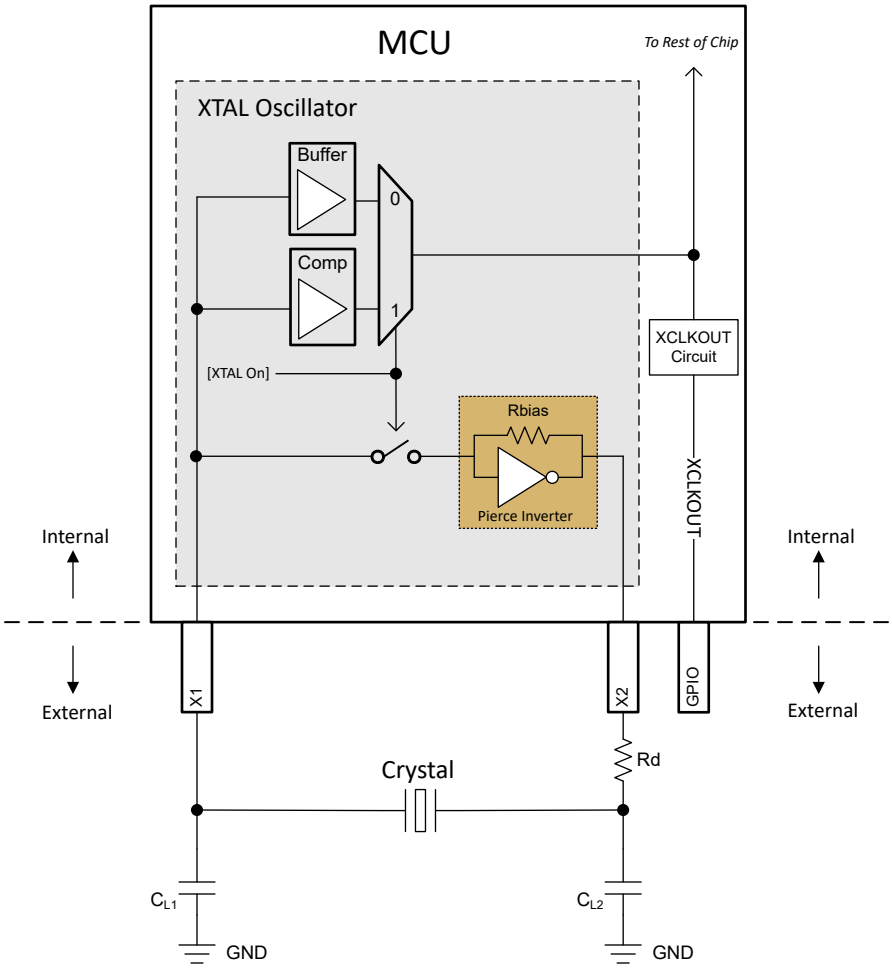

Figure 6-17. Electrical Oscillator Block Diagram
The electrical oscillator in this device is a Pierce oscillator. It is a positive feedback inverter circuit that requires a tuning circuit in order to oscillate. When this oscillator is paired with a compatible crystal, a tank circuit is formed. This tank circuit oscillates at the fundamental frequency of the crystal. On this device, the oscillator is designed to operate in parallel resonance mode due to the shunt capacitor (C0) and required load capacitors (CL). Figure 6-17 illustrates the components of the electrical oscillator and the tank circuit.
From Figure 6-17, CL1 and CL2 are in series; so, to find the equivalent total capacitance seen by the crystal, the capacitance series formula has to be applied which simply evaluates to [CL1]/2 if CL1 = CL2.